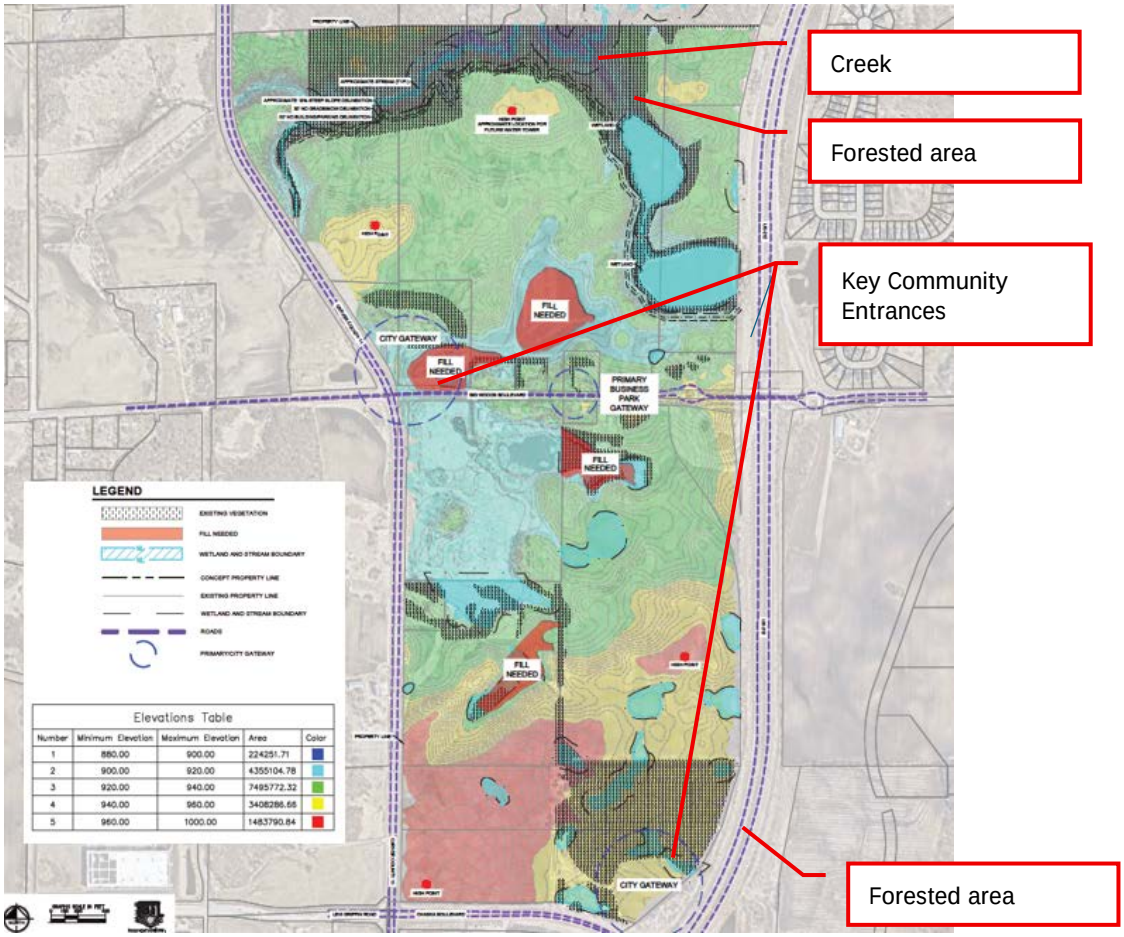

Figure 4: Existing Conditions Analysis
- Forested areas: Dense forested areas are located along the northern project boundary line and in the southeast corner of the proposed development (*see hatched areas in Figure 4).* The northern and the southeast forested areas are proposed to have minimal development impacts.